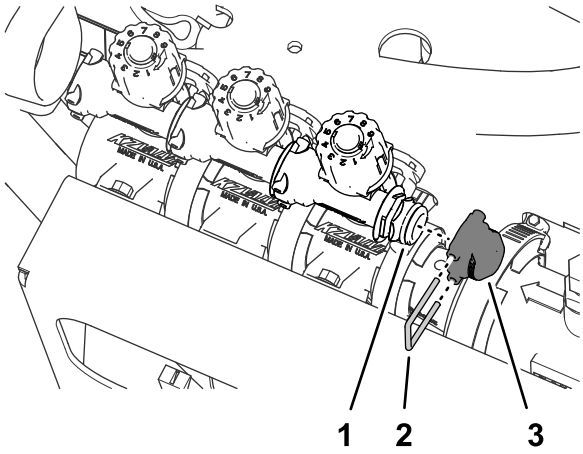

Figur 63
3. Afmonter holderen, der fastgør dækslet til omløbsventilens lynfrakoblingsfitting (Figur 63).